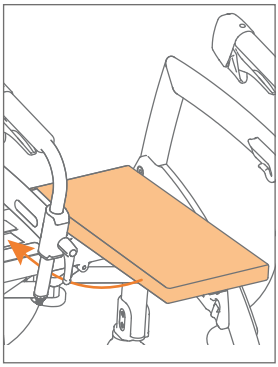

Figure 9: Retirer le coussin et l'attacher à nouveau.
c. Retirez le coussin, tournez-le et fixez-le à nouveau **(Figure 9)**.